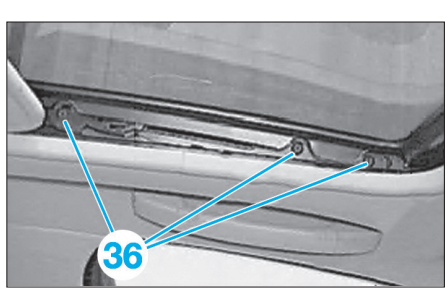

Fig. 149
• Pour effectuer le réglage, desserrer les vis (36) **(Fig.149)** et déplacer le toit en verre jusqu'à obtention de la bonne position.